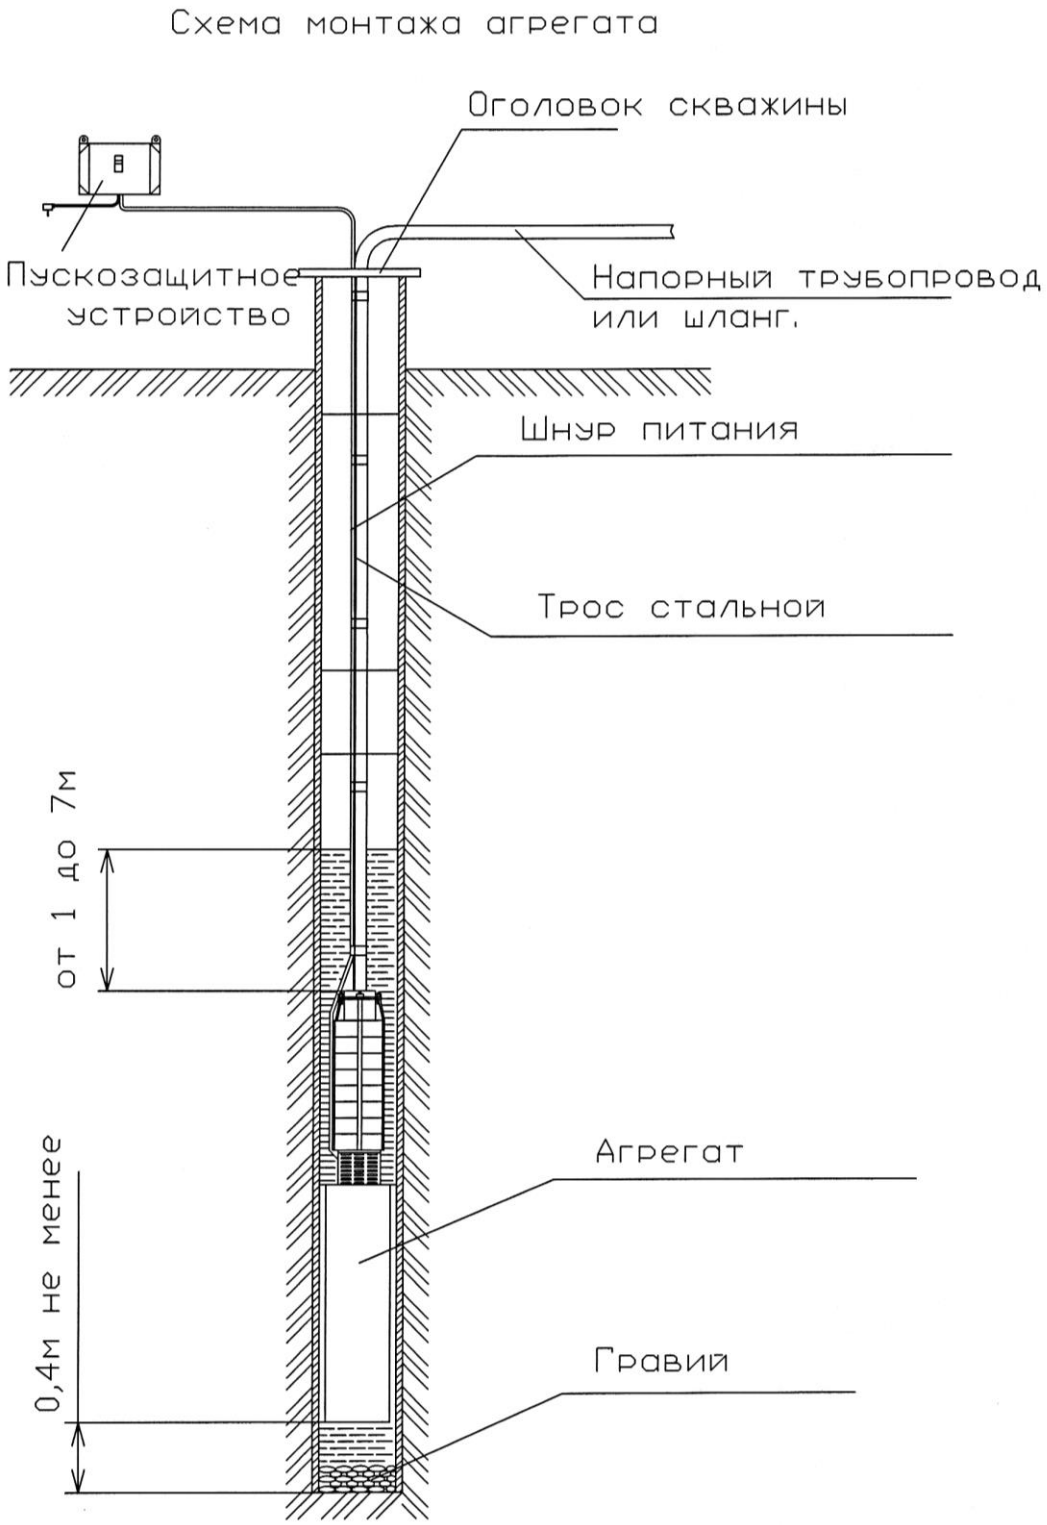

Рис.5
6.3.2 Схема установки агрегата приведена на рис. 5. Для напорного трубопровода следует использовать металлические или пластмассовые трубы с присоединительной резьбой G -1¼, а также гибкие шланги с внутренним диаметром 25 – 26 мм. Шланг закрепить на штуцере хомутом.